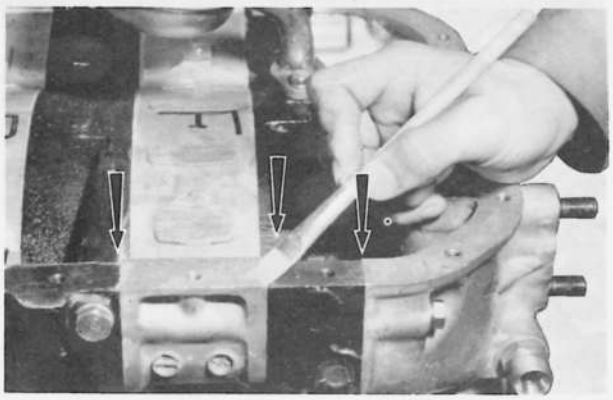

Fig. 1–89 Applying sealing agent
4. Apply the sealing agent onto the joints of each housing, as shown in Fig. 1–89.